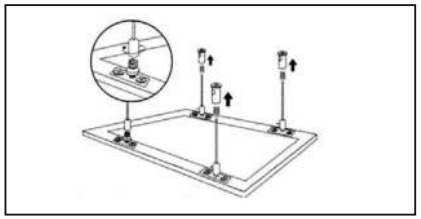

Рис. 3
5.10 Конструкцией осветительного прибора предусматривается как подвесное (рис.3), так и стационарное крепление.